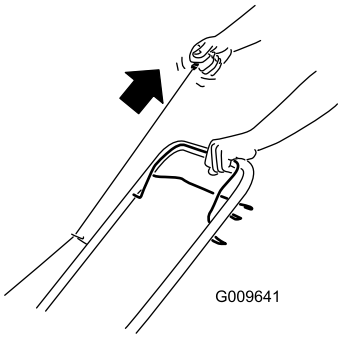

Figur 12
2. Dra i startsnörehandtaget (Figur 12).
Obs: Dra lätt i starthandtaget tills du känner motstånd och dra sedan kraftigt (Figur 12). Låt snöret sakta gå tillbaka till handtaget.